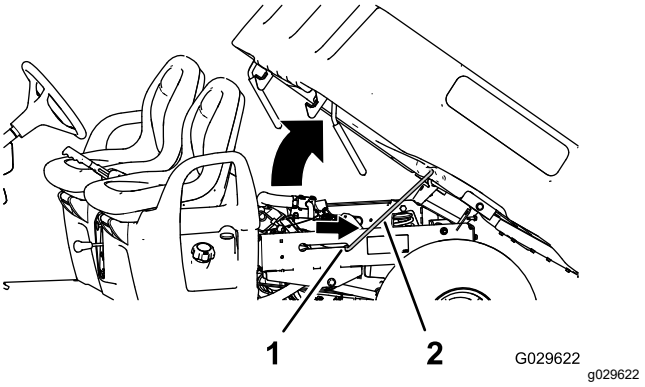

Figur 15
2. Säkra flaket genom att skjuta in stöttan i skåran (Figur 15).
2. Dra ut stöttan ur skåran (Figur 15).
3. Sänk ned flaket tills det låses säkert på plats (Figur 15).